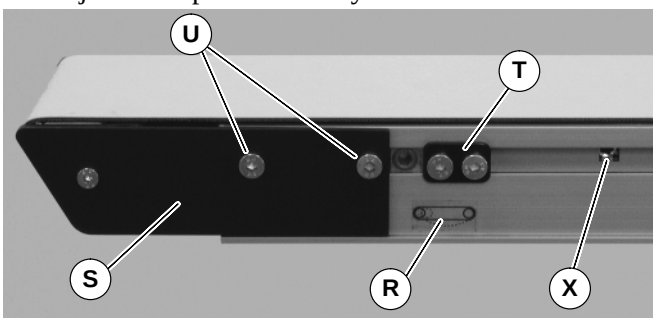

Figure 27
1. On tension end of the conveyor, identified with a label (R of Figure 27), adjust head plate assembly (S): On both sides of conveyor, loosen fastening screws (U) and rotate pinion gear (X) to adjust head plate assembly.
3. After adjusting proper tensioning, tighten fastening screws (U of Figure 27) on both sides of conveyor to 7 Nm.
4. If equipped with cam tracking assemblies (T of Figure 27) position against head plates and adjust belt tracking. Refer to “Conveyor Belt Tracking”, next section.